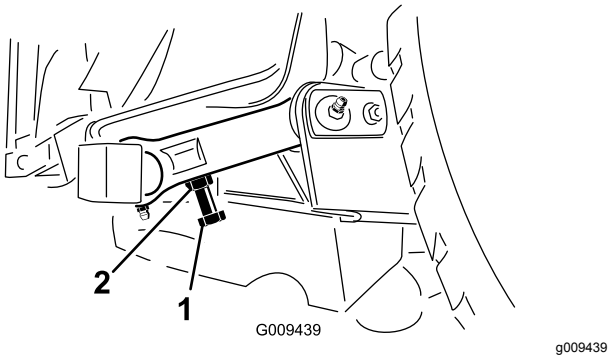

Figur 29
3. Använd justerbulten på klippenhetens bakre svänglänk för att justera avståndet (Figur 29).